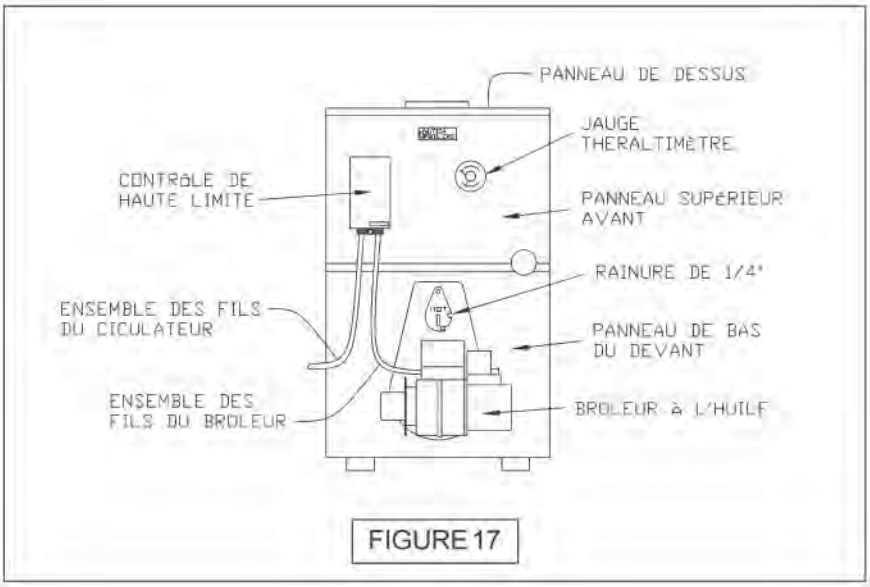

FIGURE 17
Faire fonctionner périodiquement le levier de la soupape de décompression, montré à la Figure 17, de la page 16, sur la chaudière pour s'assurer qu'il fonctionne correctement. La soupape de décompression doit s'ouvrir avant que la pression de l'eau dépasse 30 lbs sur l'indicateur de niveau. Si le niveau de la pression est dépassée et que la soupape de décompression a des fuites d'eau, quand la chaudière fonctionne à des pressions normales, on doit remplacer la soupape immédiatement.De la corrosion peut s'accumuler rapidement à la base de la soupape et l'empêcher de fonctionner comme dispositif de sécurité.
Il y a une rainure de ¼" de diamètre dans le couvercle prévu pour l'inspection,afin de pouvoir prendre les lectures de tirage dans la chambre de combustion. Voir la figure 17, à la page 16. Un trou de ¼" de diamètre peut être requis dans le tuyau de fumée entre la chaudière et le registre barométrique (si utilisé) pour prendre les lectures de tirage , de l'indicateur CO^2, de la fumée et de la température.Ajuster les volets pour l'air du brûleur afin d'obtenir seulement une "trace" de fumée. Mesurer CO^2, à ce point.augmenter l'ajustement de l'air pour faire baisser le CO^2 de un (1) pourcent approximativement.Vérifier pour assurer le minimum négatif de .02 C.E. (colonne de l'eau), le tirage "au-dessus du feu" et zero (0) de fumée. Si on ne peut pas maintenir .02 C.E. et le tirage "au-dessus du feu", des changements et /ou des modifications peuvent être requis dans le tuyau ou la cheminée.
L'ENTRETIEN PRÉVENTIF d'une chaudière à l'huile réduit les coûts de fonctionnement. La chaudière, le tuyau et le tuyau de fumée doivent être inspectés périodiquement ,mais au moins une fois par année avant le début de chaque saison de chauffage pour voir s'il n'y a. pas d'accumula-tion de suie ou de dépôts calcaires. Quand il y a de la suie sur les côtés et à l'intérieur des tuyaux, cela veut dire que la combustion n'est pas complète, et ceci est la cause de l'accumulation de suie jusqu'à ce soit complètement bouché. Pour enlever la suie et les dépôts calcaires des tuyaux, enlever le panneau du dessus, nettoyer le dessus de la plaque et du brûleur. Voir les instructions à la page 15 pour savoir comment enlever le brûleur à l'huile. Avec une brosse d'acier, brosser la suie et les dépôts calcaires à l'intérieur de la chambre de combustion, cela peut être fait par l'ouverture du brûleur. Avec l'aspirateur, ramasser les débris dans la chambre de combustion. Inspecter la chambre de combustion pour voir s'il y a des fissures. Si la chambre de combustion est endommagée, la remplacer immédiatement. Si on ne le fait pas elle pourrait être la cause du bris prématuré de l'unité, et peut causer des blesuures personnelles. Voir la figure 17 à la page 16.